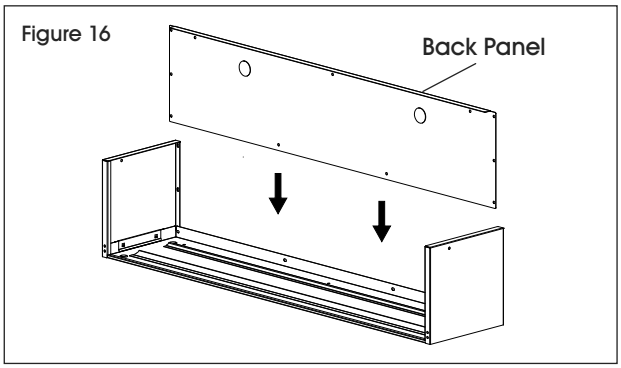

Figure 16
4. Place back panel inside side panels and top panel. (See Figure 16)